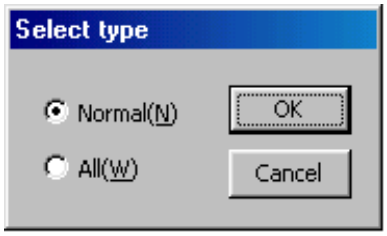

Figure 7.32 "Select type" dialog box
Click "*Download (D)"* in the "Program Manager" menu to display the "Select type" dialog box (see Figure 7.32).